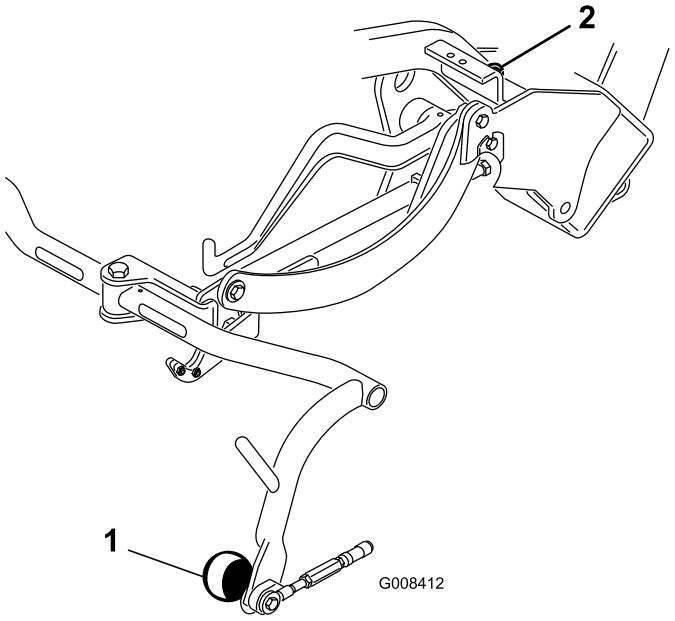

**Figur 9**
3. Hvis det er nødvendig å justere bærerammen, løsner du sikringsmutteren på stoppeskruen på bærerammen (Figur 9) og roterer skruen opp eller ned for å heve eller senke rammen. Stram sikringsmutteren når justeringen er fullført.